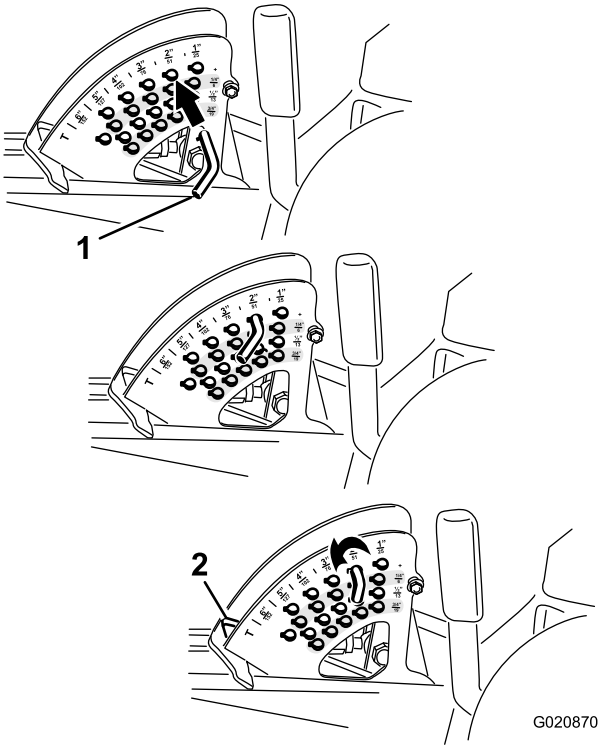

Figur 20
Merk: For å låse klippeenheten i hevet posisjon, hev klippeenheten over posisjonen for 15 cm, fjern stoppebolten for klippehøyde, og plasser bolten på klippehøydeposisjonen for 15 cm (Figur 20).
2. For å justere, roter stoppebolten til valsetappen inni den er på linje med sporene i hullene i klippehøydebraketten og fjern den (Figur 20).
3. Velg det hullet i klippehøydebraketten som svarer til ønsket klippehøyde, sett inn bolten og vri den ned for å låse den på plass (Figur 20).
Merk: Det er fire rader med hullposisjoner (Figur 20). Den øverste raden gir deg klippehøyden oppgitt over bolten. Den andre raden gir deg oppgitt høyde pluss 6 mm. Den tredje raden gir deg oppgitt høyde pluss 12 mm. Den nederste raden gir deg oppgitt høyde pluss 18 mm. For posisjonen for 15,2 cm er det bare ett hull, på andre rad. Dette legger ikke til 6 mm til posisjonen for 15,2 cm.